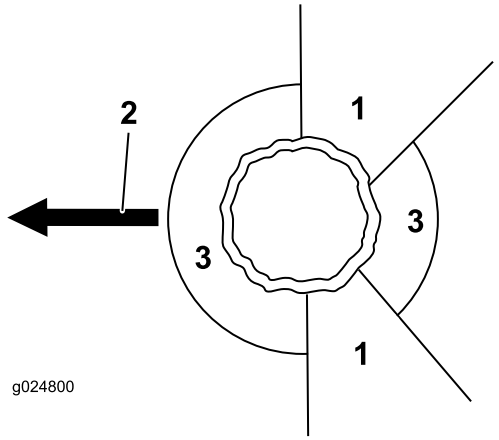

Figuur 15
2. Bepaal de veilige looproute, zonder obstakels, om de gevarenzone te verlaten, zie Figuur 15